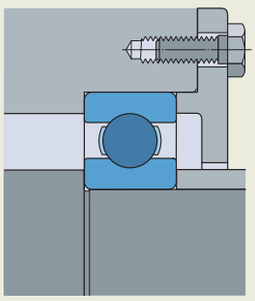

Fig. 16
- anillos elásticos (**fig. 16**)